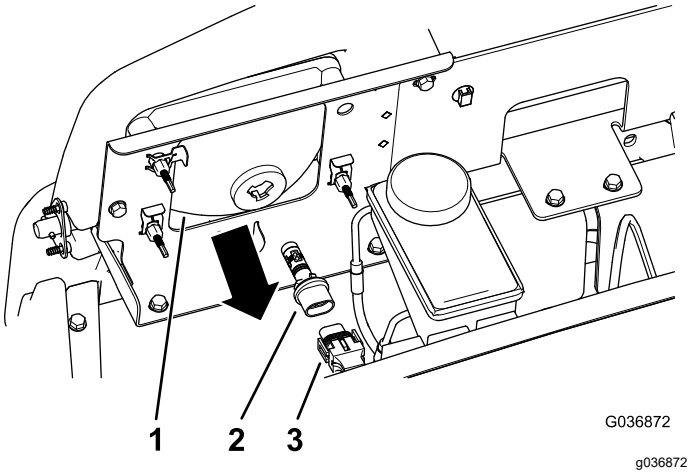

**Figur 51**
3. Koble den elektriske forbindelsen for nettet fra koblingsstykket til pæreenheten på baksiden av frontlyshuset (Figur 51).
4. Vri pæreenheten 1/4 omdreining mot klokken og flytt den bakover, ut av frontlyshuset (Figur 51).
5. Monter den nye pæreenheten og frontlyshuset, og juster tappene i pæreenheten med sporene i frontlyshuset (Figur 51).
6. Fest pæreenheten ved å vri den 1/4 med klokken (Figur 51).
7. Koble den elektriske forbindelsen for nettet til koblingsstykket til den nye pæreenheten (Figur 51).